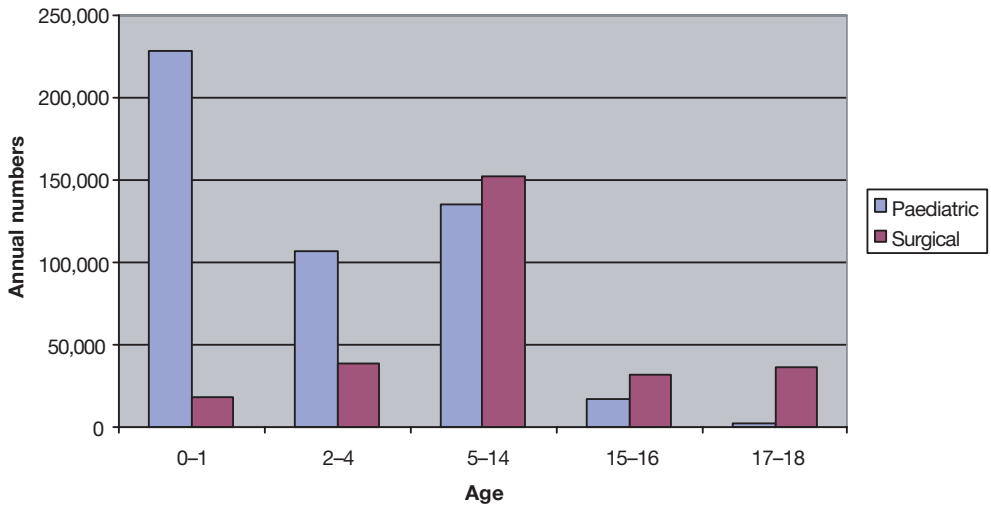

Figure 1 Age profile of children's admissions (based on HES admission data, 2000, http://www.dh.gov.uk)
2.19 In the majority of acute general hospitals, a designated "children's unit" admits children with non-surgical problems (defined as paediatrics) and also those who require emergency or elective surgery (see Figure 1).